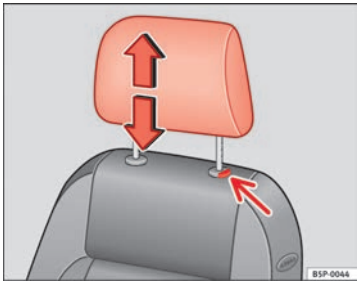

Fig. 70 Adjusting and removing the head restraints
– Press the button ⇒ Fig. 70 (arrow).